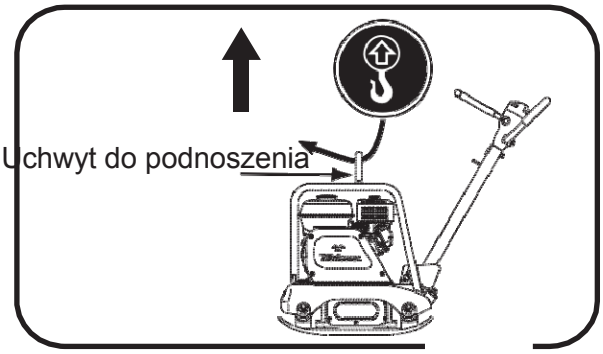

rys.15
3. Podnosząc maszynę zawsze używaj uchwytu na ramie do tego przeznaczonego. (rys. 15) Nigdy nie podnoś maszyny za uchwyt na rączce operatora.